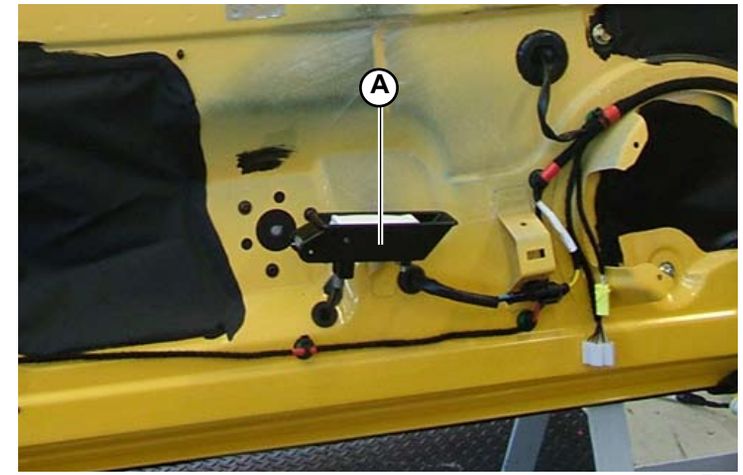

Fig.7
1. Unscrew the screw (**A-Fig.7**) locking the handle.